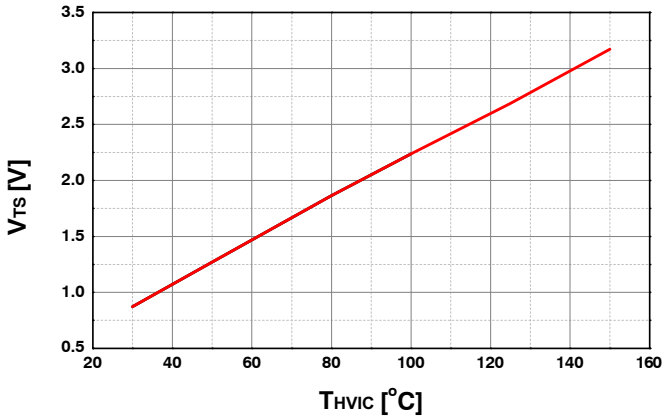

Figure 5. Temperature Profile of V_{TS} (Typical)
1. For the Measurement Point of Case Temperature T_C, Please refer to Figure 5.